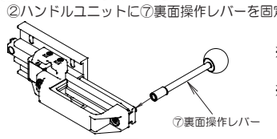

図5
5）②ハンドルユニットに⑦裏面操作レバーを固定してください。(裏面操作レバー付きのみ)（図5）